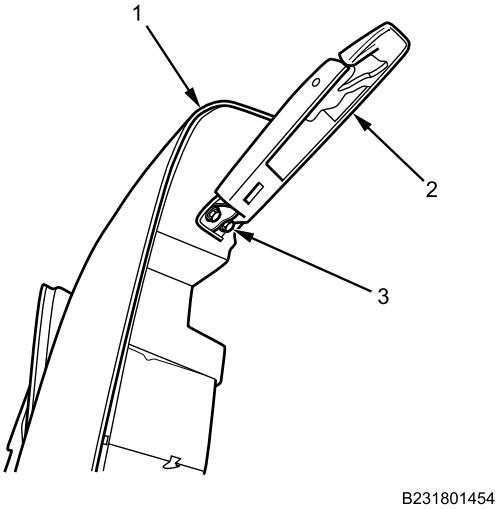

Figure 7. Hood/Fender Latch.
3. Remove two bolts (Figure 7, Item 3) and hood/fender latch (Figure 7, Item 2) from hood (Figure 7, Item 1).